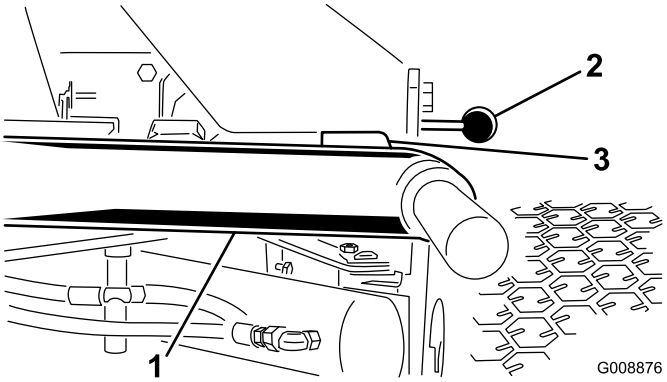

Figur 10
1. Start motoren, hæv klippeenhederne, og kontroller, at afstanden mellem hver løftearm og gulvpladekonsollen er 5-8 mm (Figur 10).